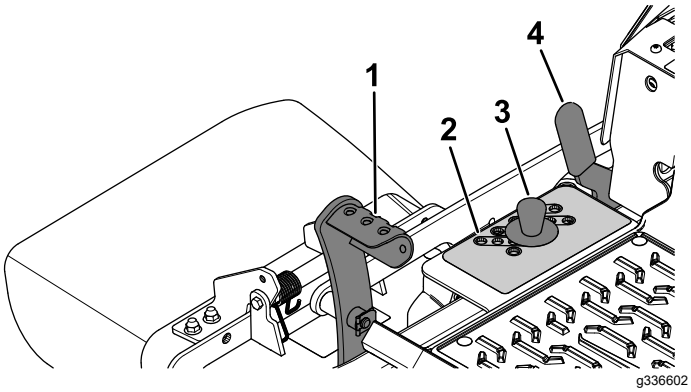

Figure 34
2. Appuyez sur la pédale de levage du tablier avec le pied et levez le tablier en position TRANSPORT (qui est aussi la position de hauteur de coupe de 140 mm [5½ po]), comme montré à la Figure 34.
3. Pour changer la hauteur de coupe, retirez la goupille du support de hauteur de coupe (Figure 34).
4. Insérez l'axe dans le trou du support correspondant à la hauteur de coupe voulue (Figure 34).